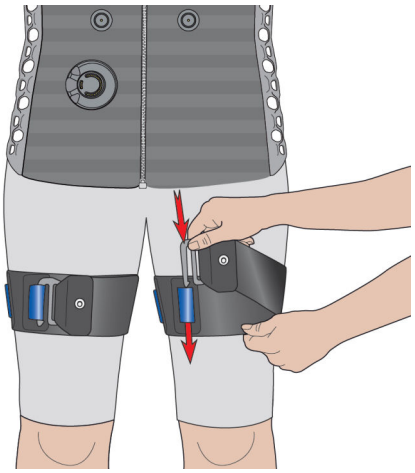

Fig. 45: Closing the i-body® straps flex
15. Insert the hook into one of the loops (Fig. 45). Adjust the width so that it is comfortable for the athlete and at the same time provides enough contact pressure.